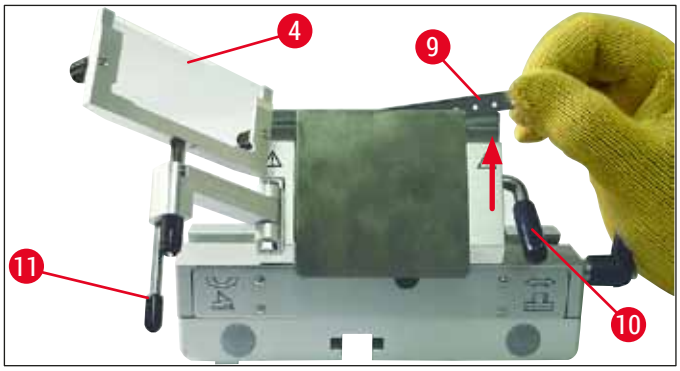

Рис. 34
2. Отпустите зажимной рычаг (→ "Рис. 34-10"), повернув его против часовой стрелки (→ "Рис. 34").